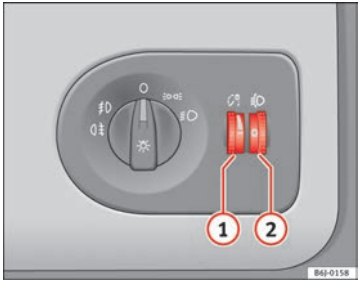

Fig. 56 Dash panel: regulation for instrument and switch lighting and headlight range control
When the headlights are switched on, the brightness of the instruments and switch lighting can be regulated to suit your requirements by turning the thumb wheel ⇒ Fig. 56 (1).